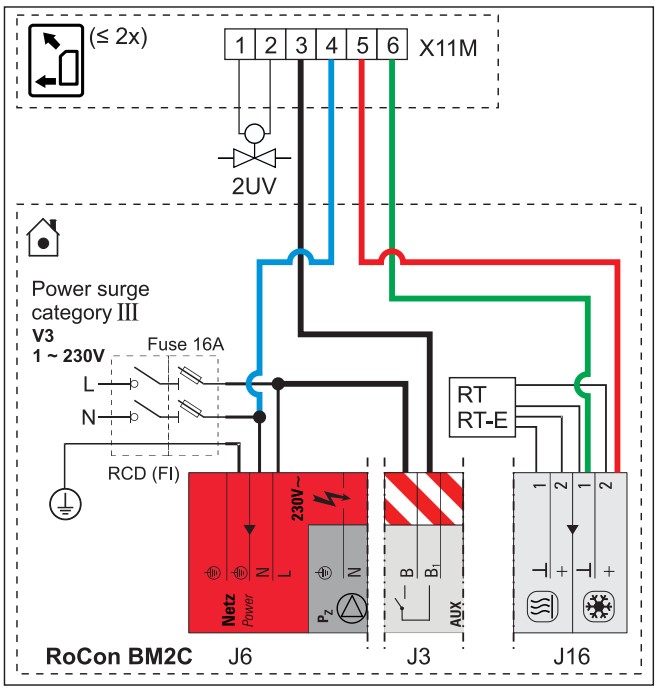

Fig. 4-41 Ligação do HP convector (máx. 2) ao aparelho interno
- Ligação elétrica do HP convector com o acessório seguinte de acordo com Fig. 4-41 como contacto de comutação (aquecimento/refrigeração) no módulo básico.